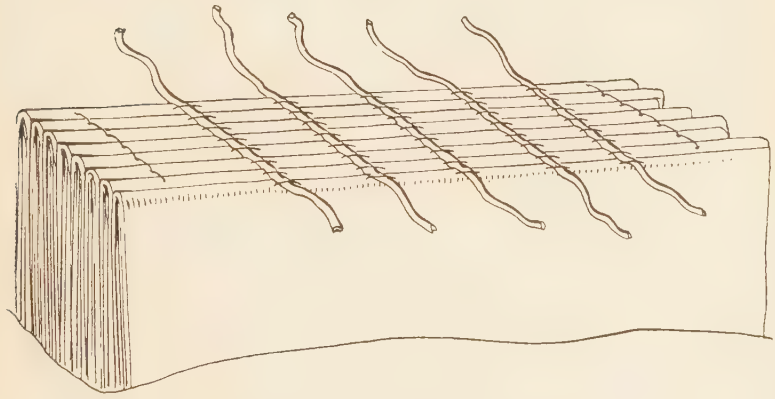

Fig. 175—Sewed Book with Bands or Cords "Cut-down" Properly, Leaving 1½" of Cord on Either Side of Book
3. Cut off cords 1½″ from under side of book. This leaves your book like Fig. 175.